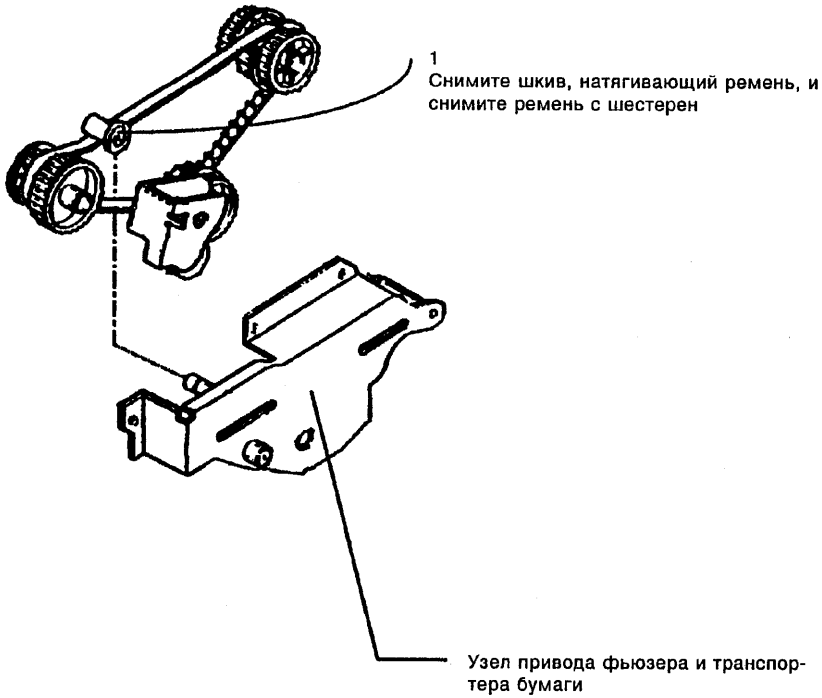

Рисунок 1. Снятие ремня транспортера бумаги.
3. (рис.1) Снимите ремень привода транспортера.